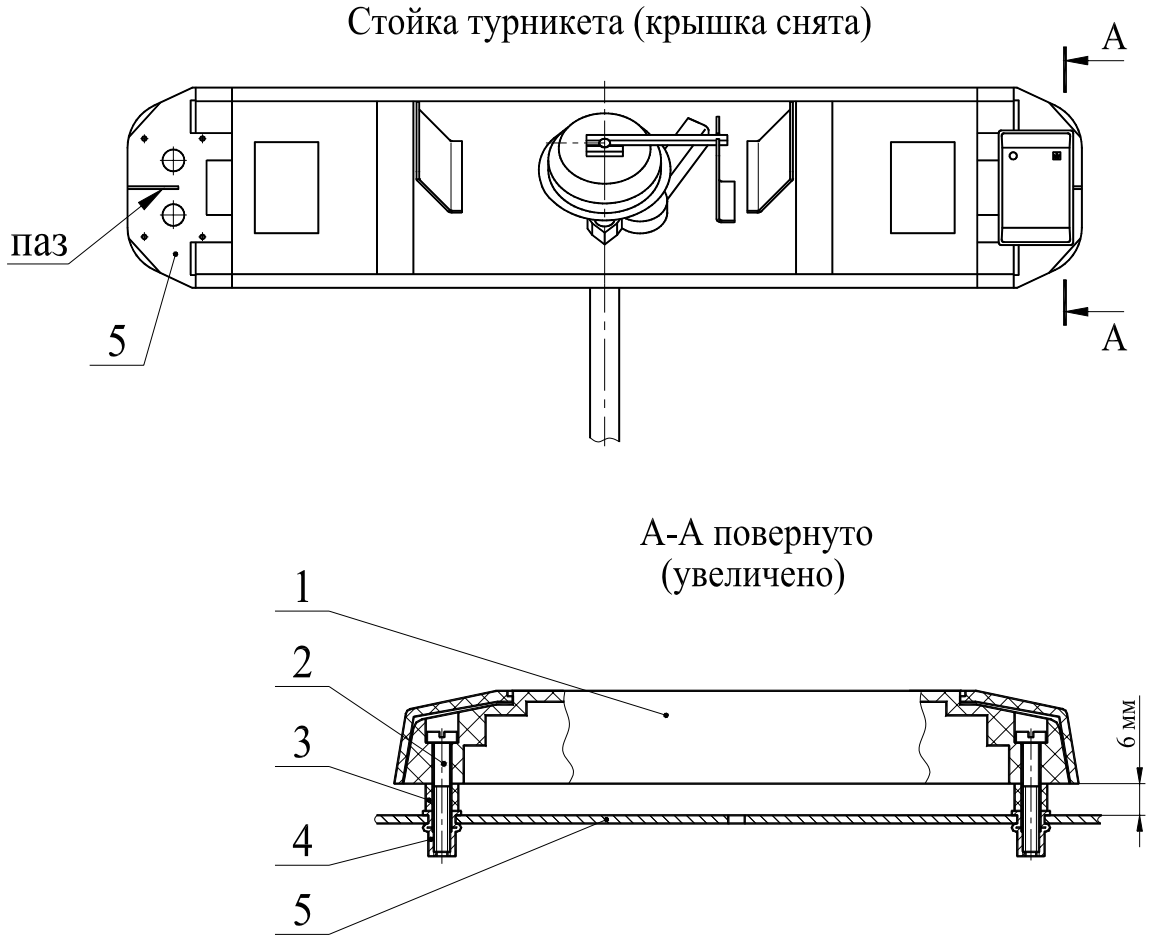

Рис. 9 Установка считывателя СКУД
Конструкция турникета дает возможность скрытой установки считывателей СКУД с дальностью считывания не менее 80 мм. Для этого на кронштейнах (5) стенки внешней предусмотрены посадочные места (см. рис.9).
10.3.14. В отверстиях, выполненных на кронштейне (5), установлены втулки резьбовые (4), которые служат для крепления винтами (2) через втулки дистанционные (3) считывателей компании PERCo типа RP-15 (1). По аналогичному принципу на кронштейнах (5) можно смонтировать считыватели других компаний с другими габаритными и установочными размерами.